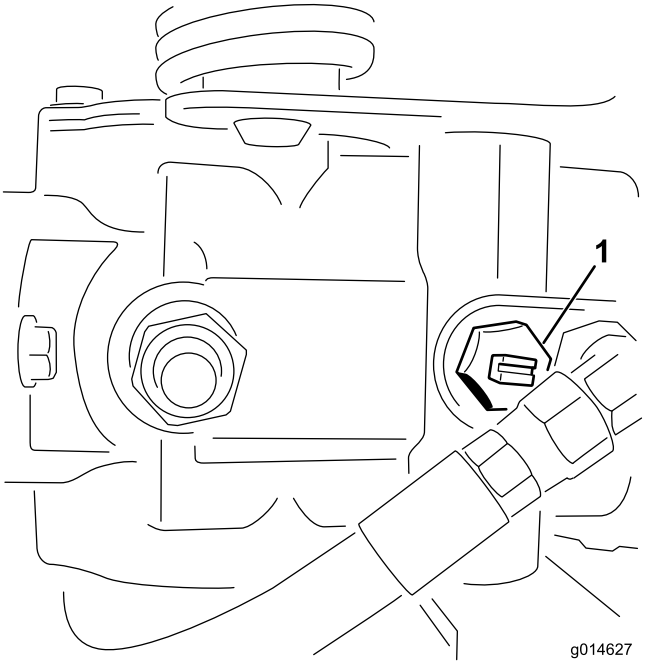

Figur 38
1. Find omløbsventilen på pumpen, og drej den, så rillen er vertikal (Figur 38).
2. Luk omløbsventilen ved at dreje den, så rillen er horisontal (Figur 38), før du starter motoren. Start ikke motoren, mens ventilen er åben.